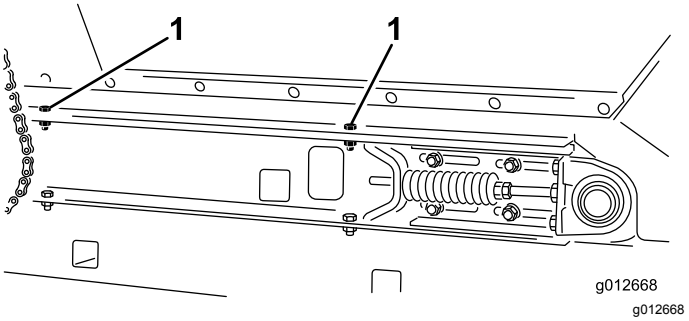

Figuur 32
4. Bevestig de hopper aan de glijframerails aan elke kant van de machine (Figuur 32); gebruik hierbij de 2 inbusbouten, 2 ringen en 2 borgmoeren die u hebt verwijderd in De glijband demonteren (bladz. 24).